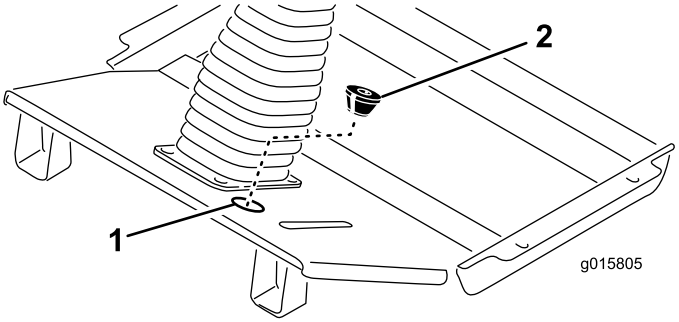

Figura 10
- Fate passare l'estremità del cablaggio con i (5) connettori attraverso il foro del pianale (Figura 10).
- Praticate un taglio nel gommino fornito e tagliatene la parte inferiore (Figura 10). Avvolgete il gommino, con l'estremità a cono rivolta verso il basso, intorno al cablaggio e inseritelo nel foro nel pianale.